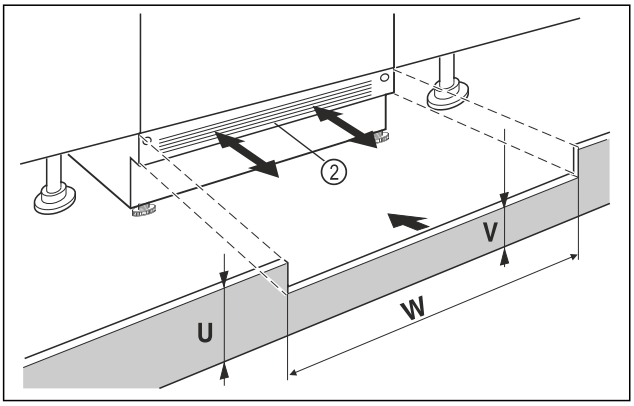

Fig. 37 Beispielhafte Darstellung
▶ Gerätesockelblende *Fig. 37 (2)* aufsetzen aber noch nicht fixieren.
▶ Bei sichtbarer Sockelblende *Fig. 37 (2)*, diese so weit nach vorn ziehen, dass Vorderkante Lüftungsgitter und Möbelsockelblende eine Ebene bilden.
▶ Bei verdeckter Sockelblende *Fig. 37 (2)*, diese ganz nach hinten schieben.
▶ Auf komplett freie Lüftungsschlitze achten: Bei Bedarf Höhe der Möbelsockelblende *Fig. 37 (U)* zuschneiden!
▷ Entlang der Nischenbreite *Fig. 37 (W)* die Steghöhe *Fig. 37 (V)* unter der Gerätesockelblende *Fig. 37 (2)* einpassen.